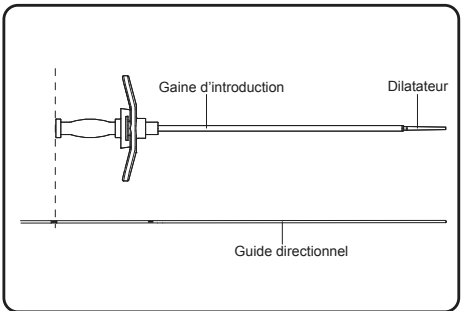

Figure 10. Aligner le collet de la gaine du dilatateur avec le bon repère du guide directionnel
5. Maintenir le guide directionnel en place au niveau de l'incision. Placer le dilatateur et la gaine d'introduction sur le guide directionnel et les introduire dans le foramen. Le troisième repère de profondeur le plus proximal sur le guide directionnel doit être aligné avec le sommet du dilatateur (**Figure 10**). Le cas échéant, confirmer par fluoroscopie que le marqueur radio-opaque de la gaine d'introduction est inséré à 1/2 - 2/3 dans la plaque sacrée.